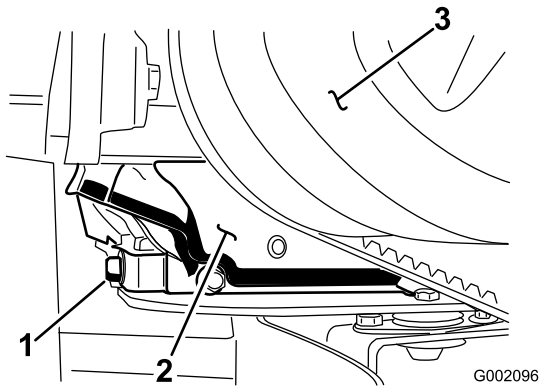

Figur 40
5. Placer en dræningsbakke med kapacitet til 1,5 liter under aftapningsproppen (Figur 40).
6. Fjern aftapningsproppen (Figur 40).